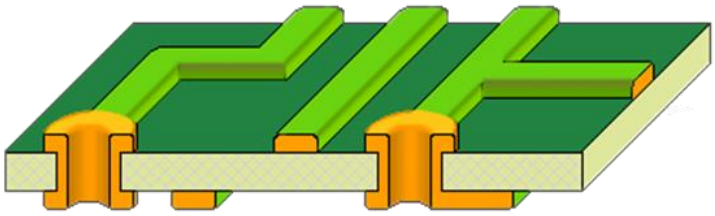

Рисунок 2 – Двусторонняя печатная плата
- двухсторонние (ДПП): имеют проводники с обеих сторон и могут иметь как металлизиованные так и неметаллизированные (крепежные) отверстия (Рисунок 2).